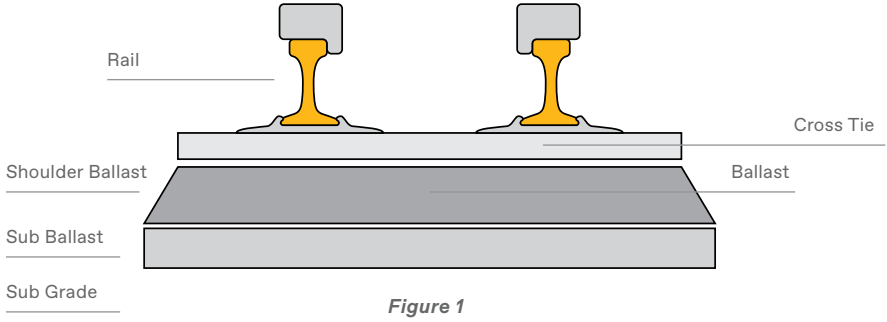

Figure 1
- The track structure is carefully engineered around curves to "bank" the outside rail and counter the lateral forces. This maintains an even weight distribution to both rails. ***(Figure 1)***